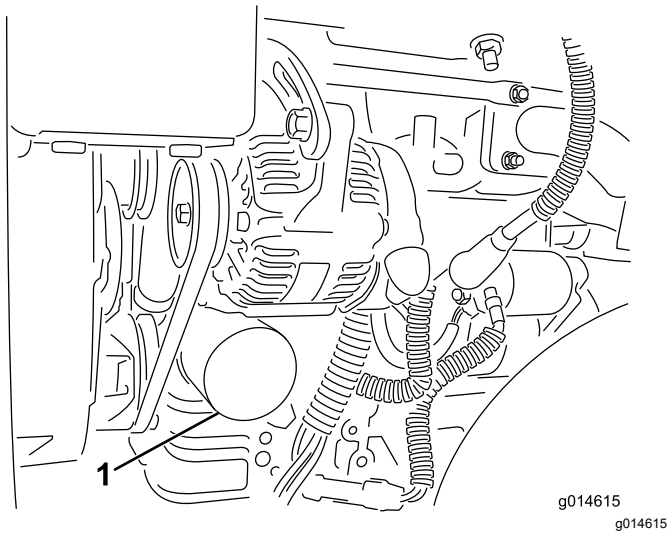

Figuur 30
2. Verwijder het oliefilter (Figuur 30). Smeer een dun laagje schone olie op de pakking van het filter.